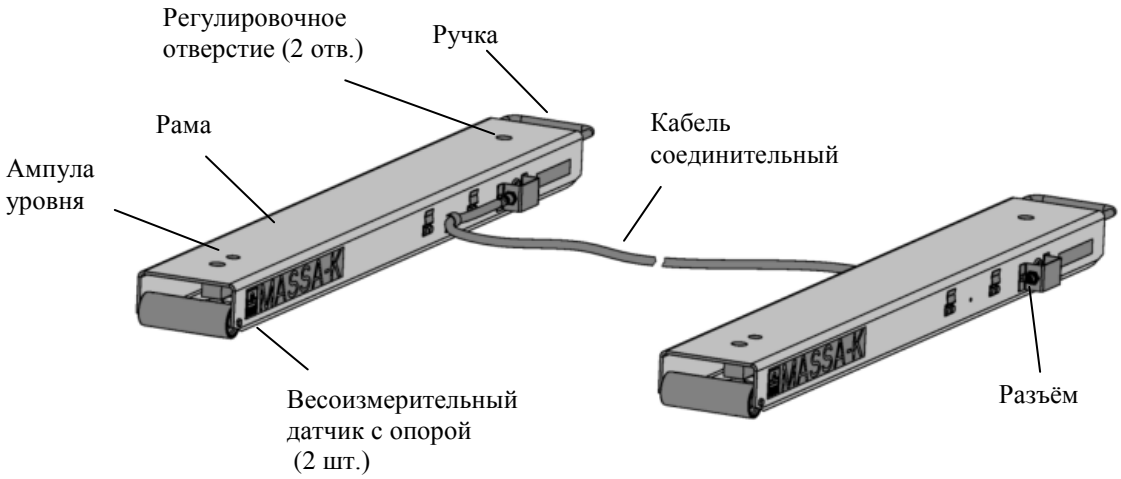

Рис. 8.1 - Модуль взвешивающий 4D-B_
8.1.1 Модуль состоит из двух однотипных рам с весоизмерительными датчиками (Рис. 8.1).
8.2.1 Распакуйте модуль. Выньте заглушки из регулировочных отверстий (Рис. 8.1).
8.2.7 Подключите к рамам соединительный кабель (Рис. 8.1).